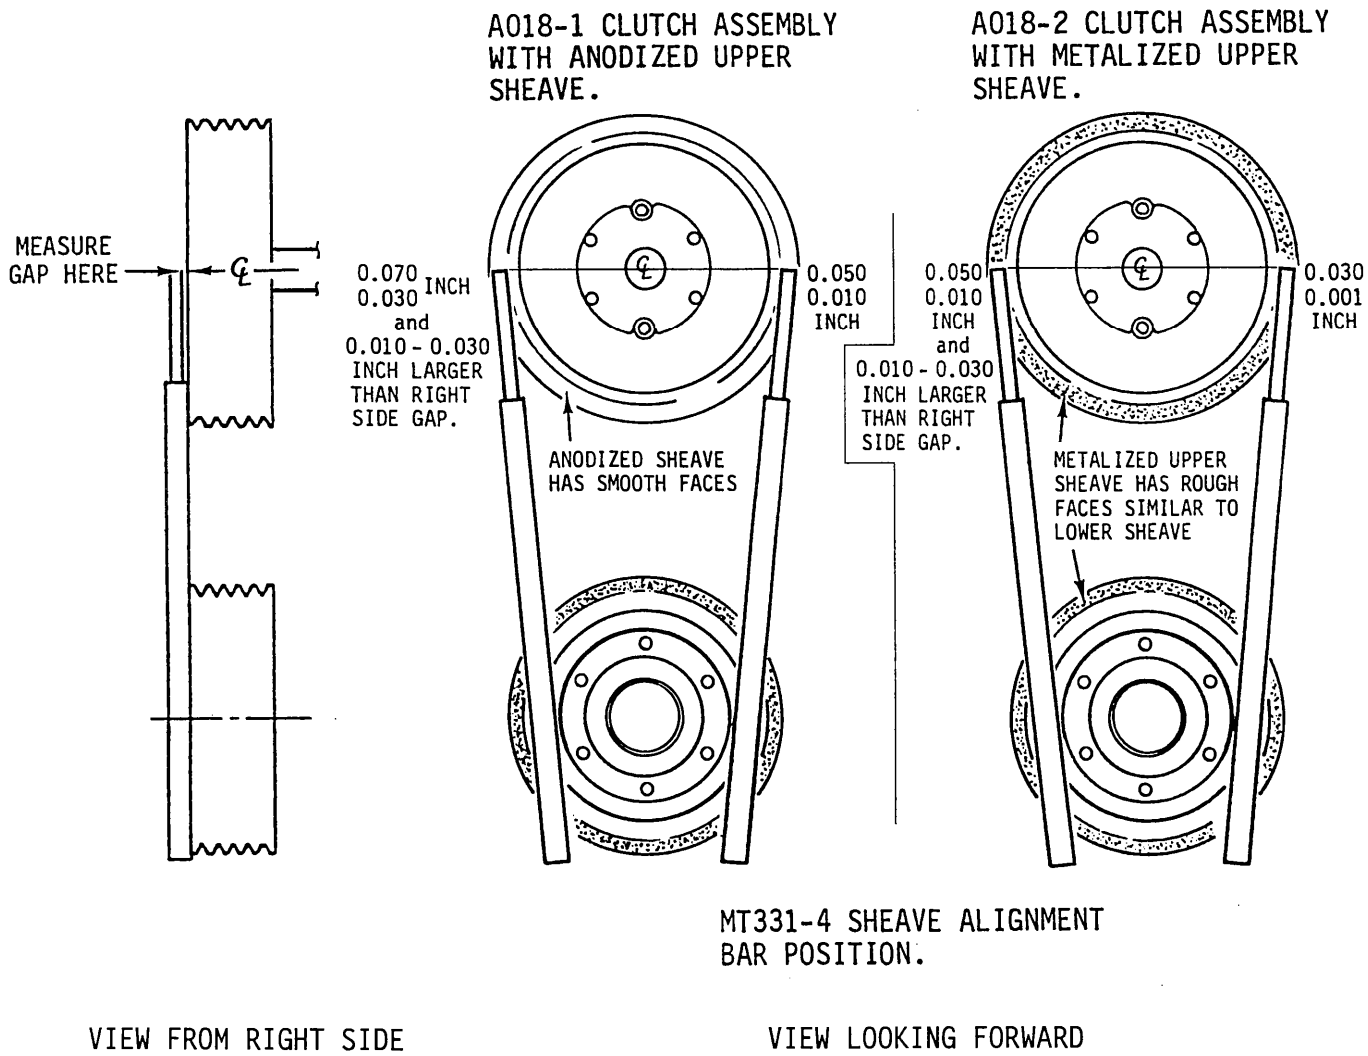

FIGURE 7-5 SHEAVE ALIGNMENT
5. Measure left and right gaps per Figure 7-5. Both gaps must be within noted limits and left gap must be 0.010/0.030 inch larger than right gap. If left gap is not 0.010/0.030 inch larger than right gap, adjust clutch lateral centering per Section 7.250 or adjust engine shims.
2. Check sheave alignment on left and right side per Figure 7-5.